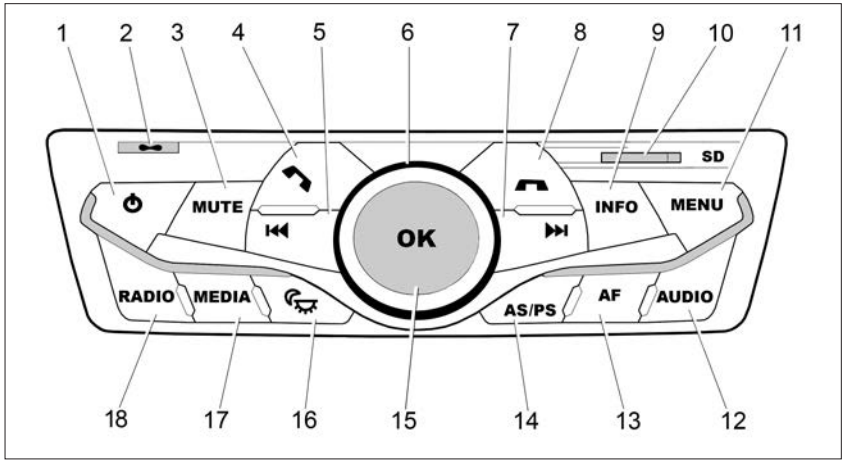
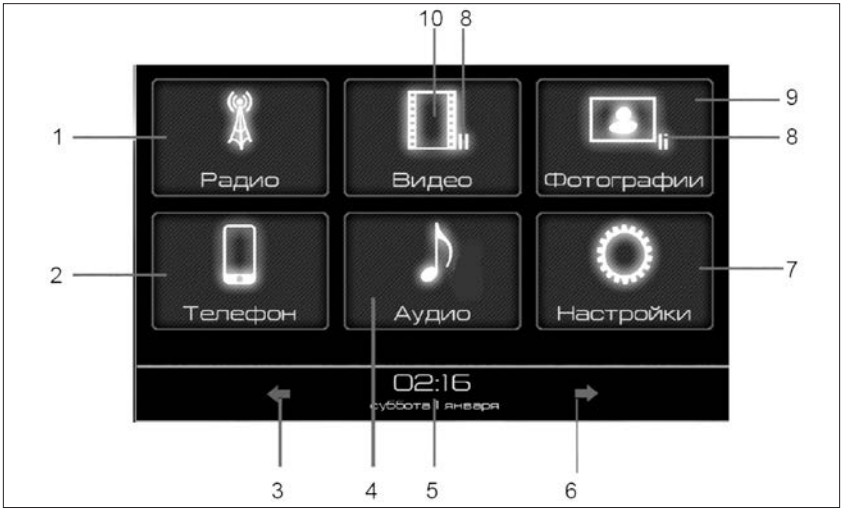

Рис. 52. Панель управления мультимедийной системой
Рис. 53. Окно главного меню
На панели управления мультимедийной системы размещены следующие функциональные кнопки (рис. 52):
1.1 Для включения ММС нажмите на **кнопку 1** (рис. 52). Для выключения нажмите кнопку 1 и удерживайте ее в нажатом положении более 2-х секунд. Для перезагрузки удерживайте нажатой **кнопку 1** (рис. 52) до появления логотипа ЛАДА на дисплее.
Управление мультимедийной системой (ММС) можно осуществлять при помощи кнопок и на панели управления (рис. 52), и при помощи сенсорных кнопок, находящихся на дисплее (рис. 53, 54).
1.2.1 Регулировка громкости осуществляется вращением **ручки 6 (энкодера)** вправо или влево (рис. 52).
1.3.1 После первого включения системы или перезагрузки на дисплее отображается окно **«Главное меню»** (рис. 53).
– кнопкой «**Радио» (18)** (рис. 52) на панели управления;
– кнопкой «**Радио»** в главном меню (рис. 53) на дисплее;
На панели управления при нажатии на кнопку **AS/PS** (14) (рис. 52) можно осуществить поиск радиостанций в диапазоне и запоминание всех найденных радиостанций, включение и выключение режима **RDS**.
– нажатием кнопки «**Аудио**» (**4**) на дисплее (рис. 53);
– нажатием кнопки **MEDIA** (**17**) на панели управления (рис. 52).